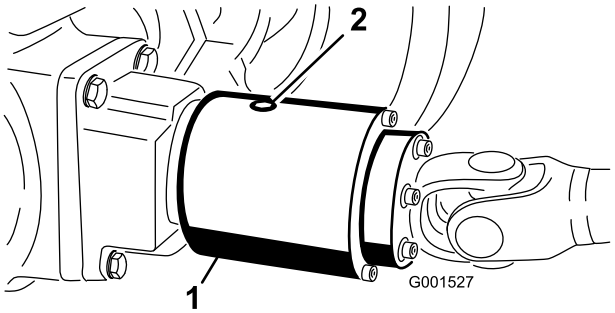

**Figur 29**
2. Vrid kopplingen (Figur 29) så att kontrollpluggen (som här visas i läget ”klockan 12”) sitter i läget ”klockan 4”.